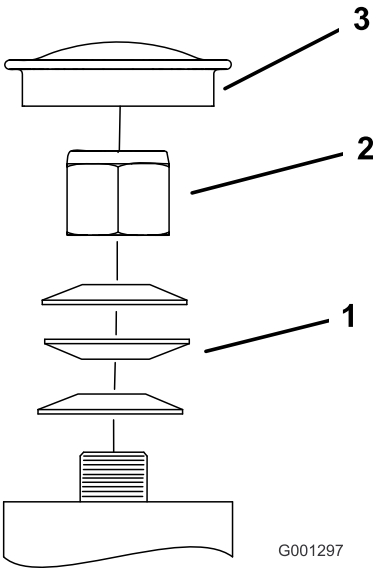

Figur 79
3. Fjern støvhetten fra styringen og trekk til låsemutteren (Figur 79).
4. Trekk til låsemutteren inntil fjærskivene er flate og gå deretter tilbake ¼ omdreining for å stille forbelastningen på lagrene korrekt (Figur 79).
Viktig: **Påse at fjærskivene er montert korrekt slik det vises i Figur 79.**
5. Sett på støvhetten (Figur 79).